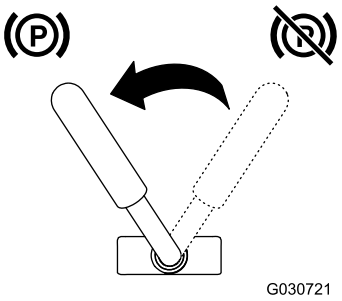

**Rysunek 15**
- Aby załączyć hamulec postojowy, przekręć dźwignię w lewo (Rysunek 15).